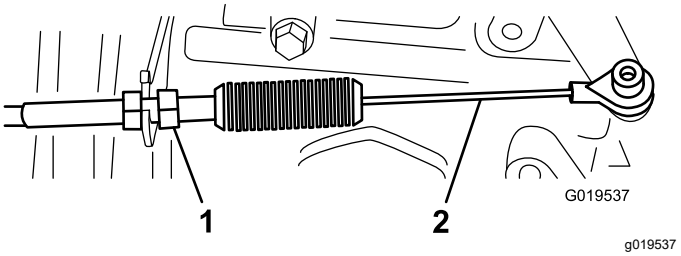
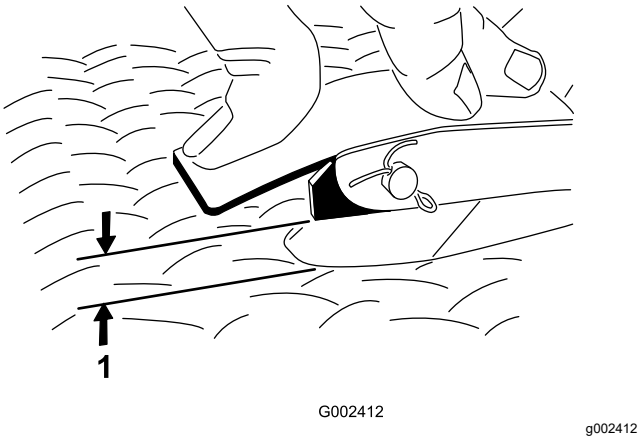

Figur 67
Figur 68
2. Juster kugleleddet på gaspedalkablet (Figur 67), så der er en afstand på 2,54-6,35 mm mellem gaspedalen og toppen af gulvpladens diamantmønster (Figur 68), når du påfører en kraft på 11,3 kg midt på pedalen.
3. Tilspænd låsemøtrikken (Figur 67).